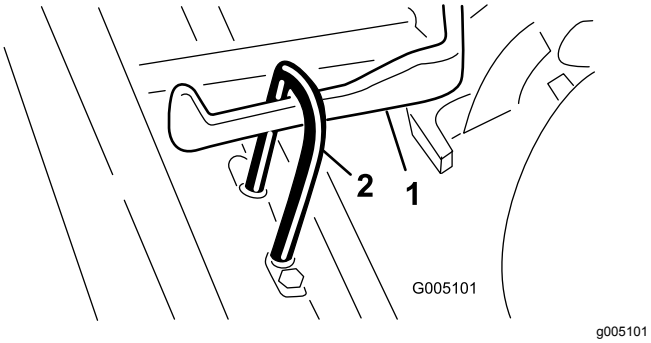

Figura 7
2. Deslice la unidad de corte por debajo del bastidor de tiro mientras acopla el gancho de elevación al brazo de elevación (Figura 7).